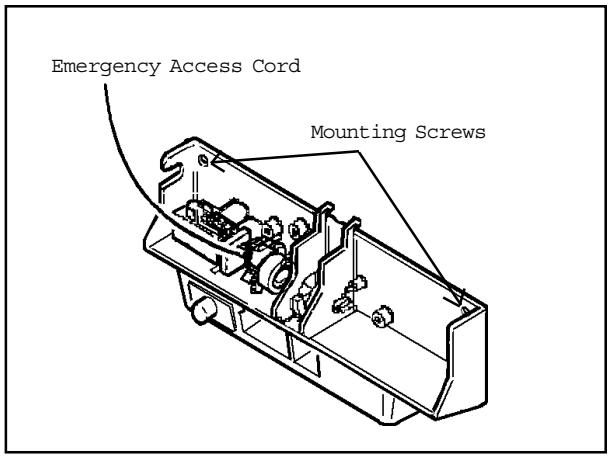

Figure 5-8
NOTE: ***When the cord is released, the lock will return to a locked position (Figure 5-8).***
4. Remove two 5/16" hex-head screws securing the switch support to the metal shroud support ***(Figure 5-8).***